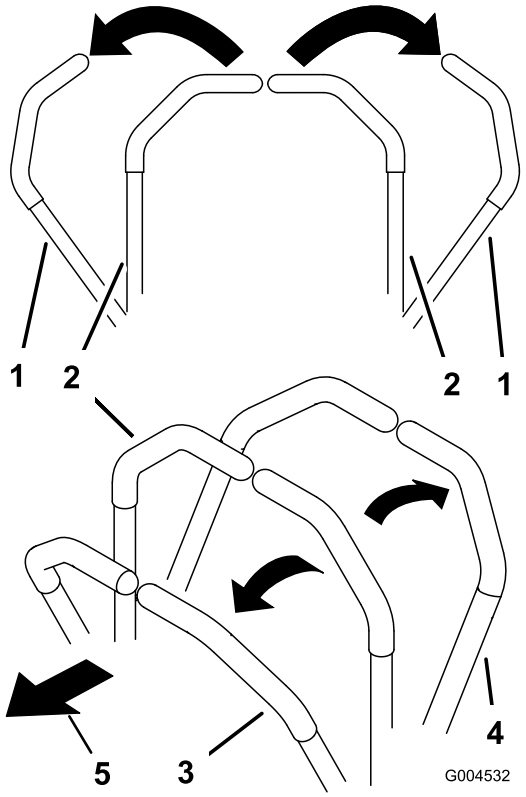

Figur 16
2. Legg likt trykk på begge kontrollspakene for å gå rett (Figur 16).
Legg likt trykk på begge kontrollspakene for å gå rett (Figur 16).
Når du skal svinge reduserer du trykket på kontrollspaken i den retningen du ønsker å svinge (Figur 16).